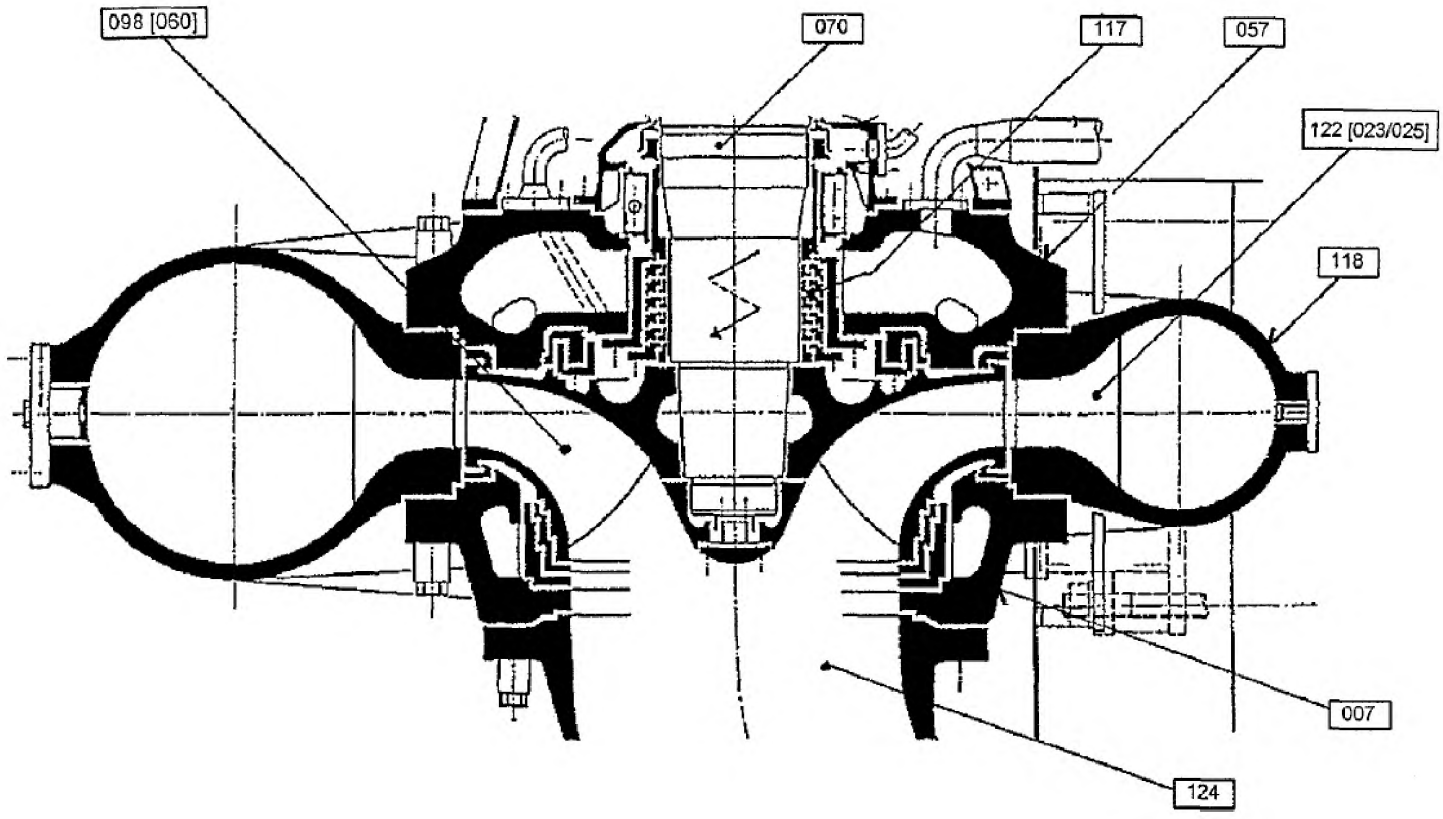

Рисунок 20 — Радиальные машины.
6.2.1.2 Радиально-осевые турбины Фрэнсиса и насосы-турбины с неподвижными нерегулируемыми направляющими аппаратами, и насосы одноступенчатые	рисунок 20
6.2.1.2 Радиально-осевые турбины и насосы-турбины с неподвижными направляющими аппаратами [диффузорами] не регулируемые, и одноступенчатые насосы, рисунок 20 (продолжение)